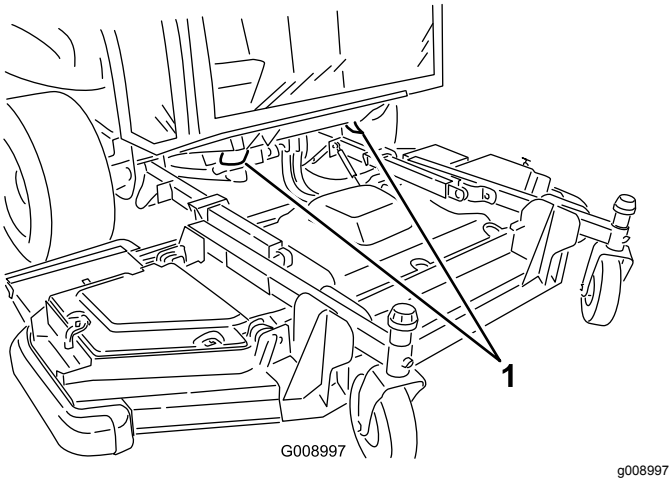

**Figur 77**
**Maskinfront** – under fronten af operatørens platform (Figur 77)